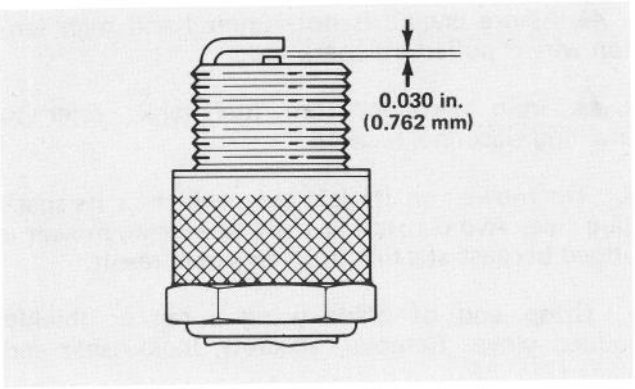

Figure 29
3. Set air gap between electrodes at 0.030 of an inch (0.762 mm) (Fig. 29). Install the correctly gapped spark plug with gasket seal and tighten plug to 15 ft-lb (20.4 N·m). If torque wrench is not used, tighten plug firmly.